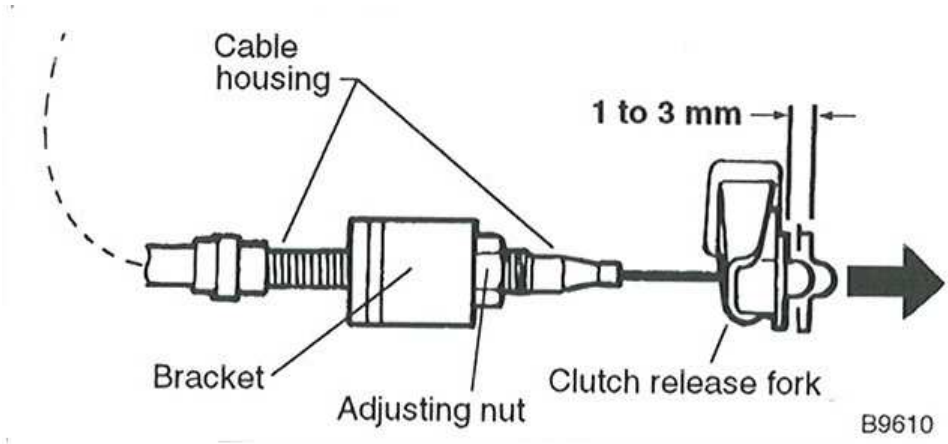

Fig. 2. Regolazione frizione. Controlla il gioco spingendo verso la parte posteriore dell' auto (freccia). Ruota il dado di regolazione per cambiare il gioco.
1. Controlla il gioco della frizione sollevando il pedale della frizione fin quando lo stop del pedale stesso, oppure premendo la forca di rilascio della frizione nella direzione del posteriore dell' auto come mostrato nella Fig. 2.